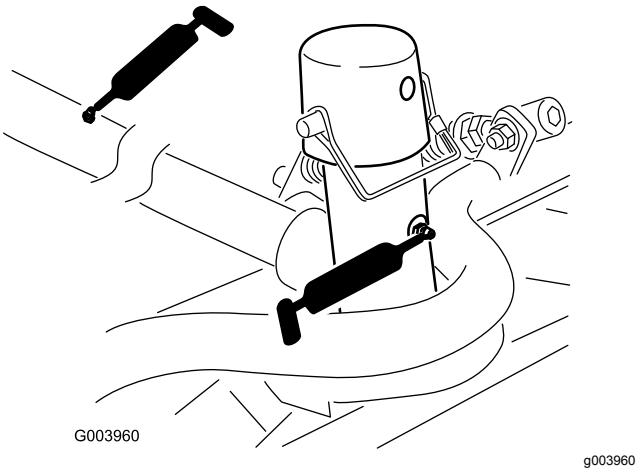

**Figur 78**
- Klippenhetens bärram och svängtapp (2 var) (Figur 78)